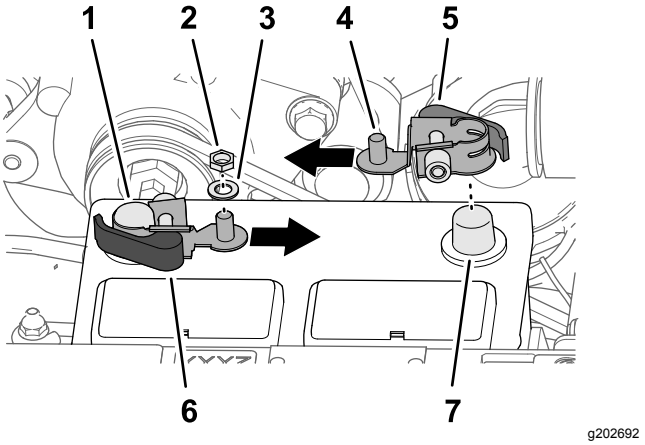

Figur 207
1. Afmonter de sekskantede møtrikker og spændeskiver fra lyntilslutningsklemmernes røde og sorte håndtag (Figur 207).
3. Monter lynfrakoblingsklemmerne på batteriets minuspol med den gevindskårne stang på klemmen, der er rettet ind mod midten af batteriet som vist i Figur 207.